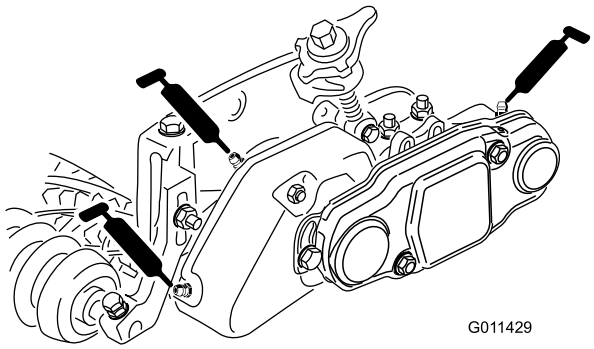

Figur 35
49. Fyll hvert spolelagerhus med fett (Figur 35). Overflødig fett vil tyte ut mellom de innvendige pakningene og beskyttelsespakninger.
50. Påfør fett på hvert trimsatslager (maksimum to eller tre pumper) (Figur 35). Påfør ikke for mye fett, da overflødig fett kan forårsake pakningssvikt. Tørk av eventuelt overflødig fett.